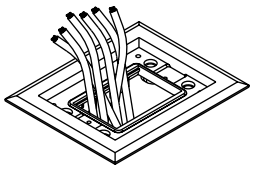

Figure 2
2. Run communication cables through the opening of the bezel and connect to Activate inserts (ordered separately) (see Figure 2).